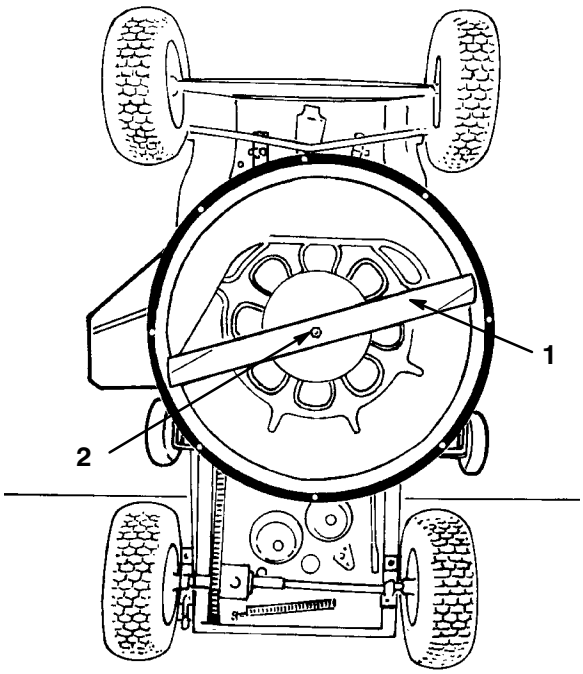

Figure 23
6. Grasp the end of the blade using a rag or thickly padded glove. Then remove the blade bolt, washer, and blade (Fig. 23). A block of wood may be wedged between the blade and mower to lock the blade when you are removing the bolt.
1. Install the blade, washer, and blade bolt (Fig. 23).